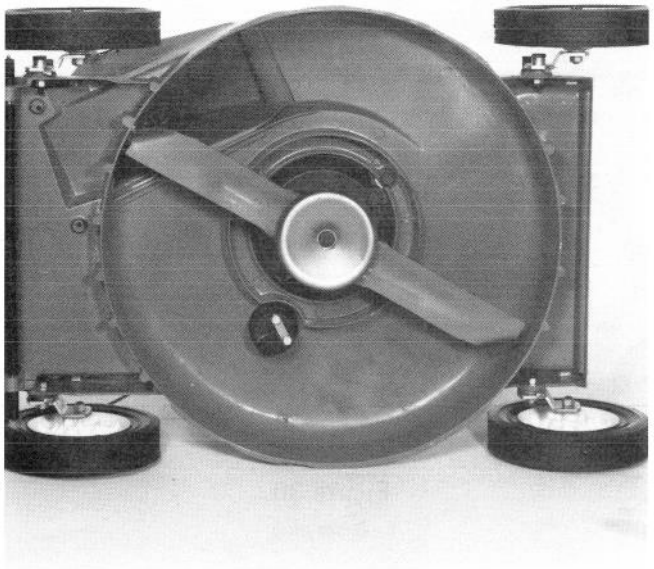

Figure 31
3. Tip mower on its left side (Fig. 31), which is its spark plug side. Avoid rotating the blade when mower is tipped because starting problems may result.